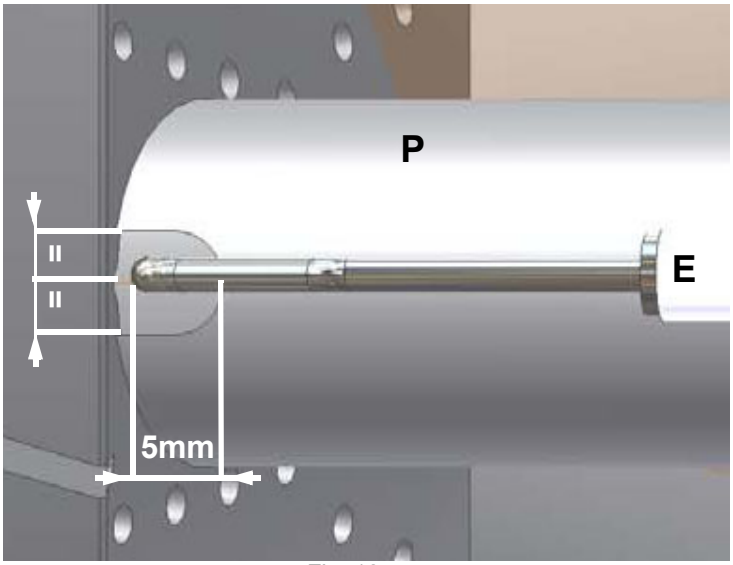

Fig. 12
- Esame fotocellula di rilevazione, pulizia, eventuale registrazione e, se necessario, sostituzione (vedi pag. 38). In caso di dubbio verificare il circuito di rilevazione, dopo aver rimesso in funzione il bruciatore, seguendo gli schemi in Fig. 12 - Fig. 36.
estrarre l'elettrodo e sostituirlo facendo riferimento alle quote mostrate in Fig. 12.